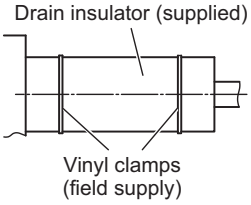

Fig. 2-104
(2) After connecting the drain pipe securely, wrap the supplied packing and drain pipe insulator around the pipe, then secure it with the vinyl clamps . (Fig. 2-104)